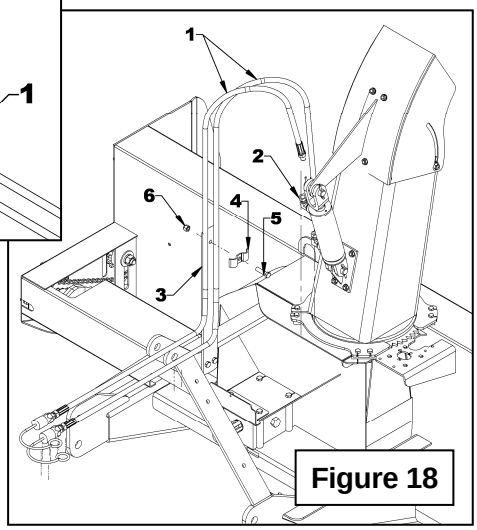

Figure 18
**NOTE:** The Figure 18 is a suggested presentation for hose routing. In that way, it prevents the hoses from getting clamped in the chute gear. However, other ways are also possible. In any way, make sure there is enough play in the hoses for the chute to rotate freely from left to right without forcing on hoses.
12. **Figure 18: NOT INCLUDED:** Run hoses on the snowblower with suitable bend, staying away from sharp edges, nor compromise the snowblower maintenance. Attach to the hose support (item 3) with a hose clamp (item 4), a 3/8''NC x 1 1/2'' bolt (item 5) and a 3/8"NC nylon insert locknut (item 6).